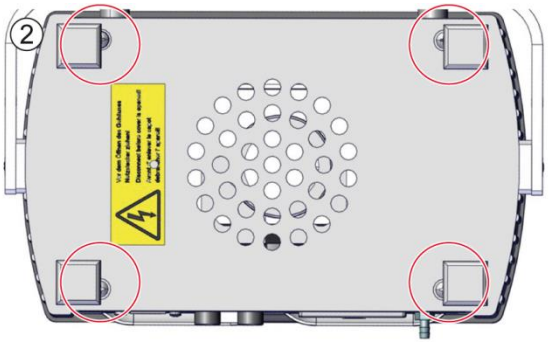

Abb. 8.4 – Befestigung Gehäuseschale
6. 4 x M4 Kreuzschlitzschrauben an der Unterseite lösen (Abb. 8.4).